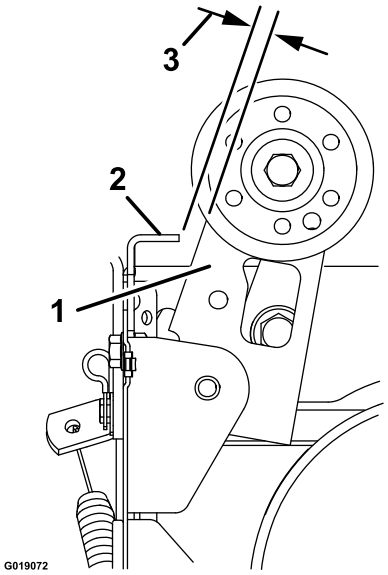

Figur 36
3. Juster spennmutteren til mellomrommet mellom børsteclutchenheten og tappen er 3,2 mm (Figur 36).